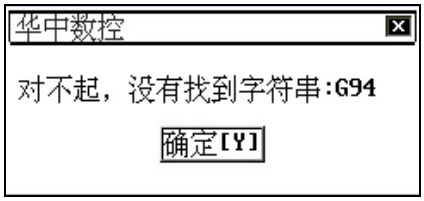

图 5.2.2 提示找不到字符串
(2) 在“查找”栏输入要查找的字符串；
(3) 按 **Enter** 键，从光标处开始向程序结尾搜索；
(4) 如果当前编辑程序不存在要查找的字符串，将弹出如图 5.2.2 所示的对话框；
(4) 在“用来替换的字符串”栏输入用来替换的字符串；
(5) 按 Enter 键，从光标处开始向程序尾搜索；
(6) 如果当前编辑程序不存在被替换的字符串，将弹出如图 5.2.2 所示的对话框；